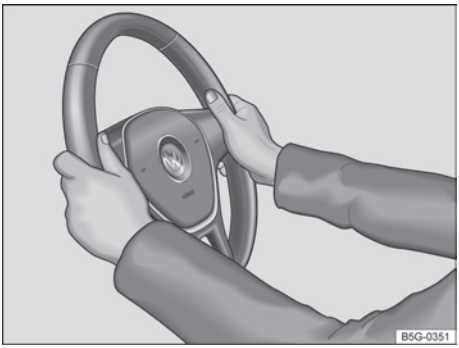

Fig. 64 En el volante: posición 9 y 3 horas.
– Ajustar la ubicación del volante de forma que pueda sostenerlo lateralmente por el borde exterior *en las posiciones equivalentes a las 9 horas y a las 3 horas* → fig. 64 con ambas manos y los brazos ligeramente doblados.
- Empuje la palanca ① siempre por su mango con firmeza hacia arriba después del ajuste, para bloquear la posición del volante.
- Durante la marcha, siempre sujetar el volante con ambas manos lateralmente en el borde exterior*en la posición equivalente a las 9 horas y a las 3 horas* → fig. 64, para reducir las lesiones provocadas por un disparo del airbag frontal del conductor.